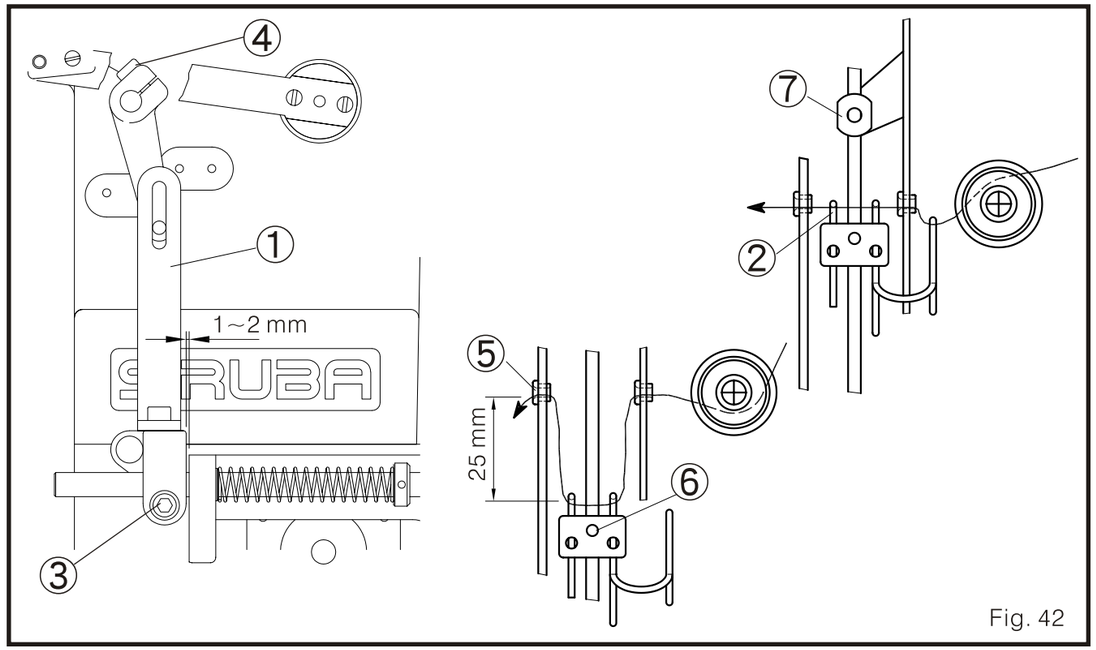

Fig. 42
1. El espacio desde la barra guía conector del equipo de control de hilo al soporte es de 2.mm cuando la barra 1 esta fija en la posición frontal. La localización del hilo de la aguja y de la barra arrastradota del bucleador de hilo 2 debe ser como se muestra en la figura 42. (Fig. 42)